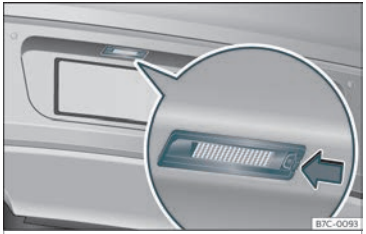

Fig. 52 No parachoques posterior:luz de matrícula.
– Prema a pestana da luz de matrícula na dirección da frecha ››› **fig. 52**.